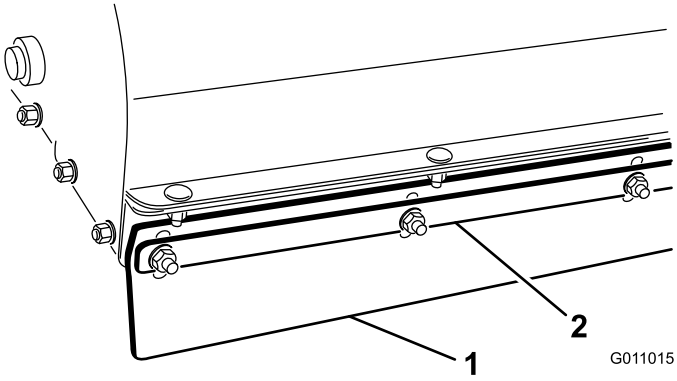

**Figur 22**
1. Løsne mutrene som fester metallbåndet og skvettlappen foran på børstehuset (Figur 22).